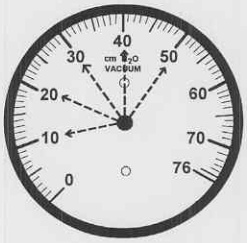

Figure 3-4. Vacuum test values.
(14) Turn the vacuum regulator knob clockwise until the calibrator-analyzer indicates 10, 20, 30, 40, and 50 cm H_2O while observing and recording the drainage unit vacuum gauge indications. Refer to figure 3-4.